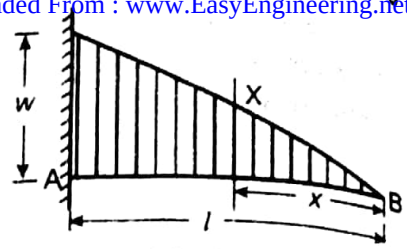

Fig. 2.31
7. *Cantilever beam with a gradually varying load.* A cantilever beam AB of length l carrying a gradually varying load from zero at B to w / unit length at A is shown in Fig. 2.31. The deflection at any section X at a distance x from B is given by